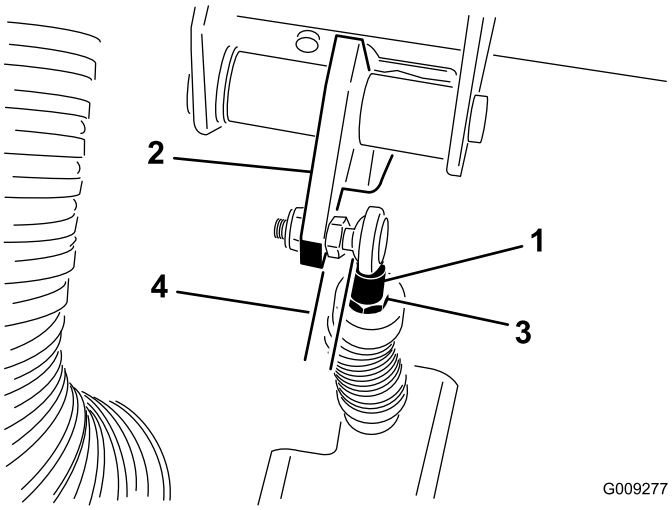

**Figur 71**
**Viktigt: Försäkra dig om att stångänden inte är vriden utan sitter vinkelrätt på kulan och är parallell mot kopplingspedalen när kontramuttern dras åt (Figur 71).**